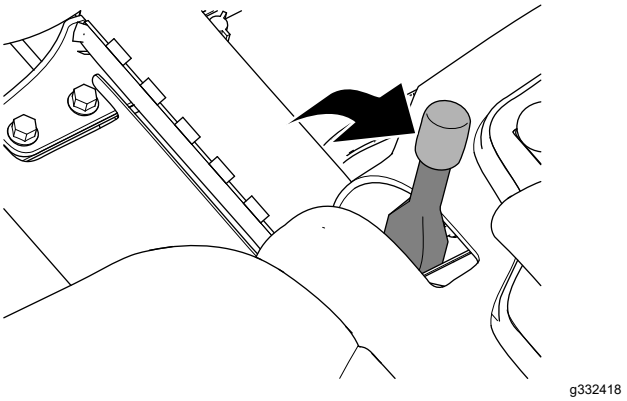

Figur 30
2. Aktiver parkeringsbremsen (Figur 30).